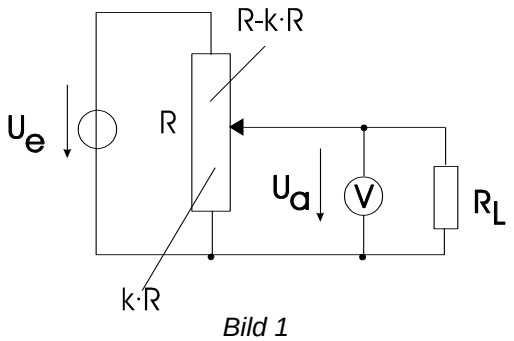

Bild 1
- Bauen Sie die Schaltung entsprechend Bild 1 auf! (Eingangsspannung 10,00 V)